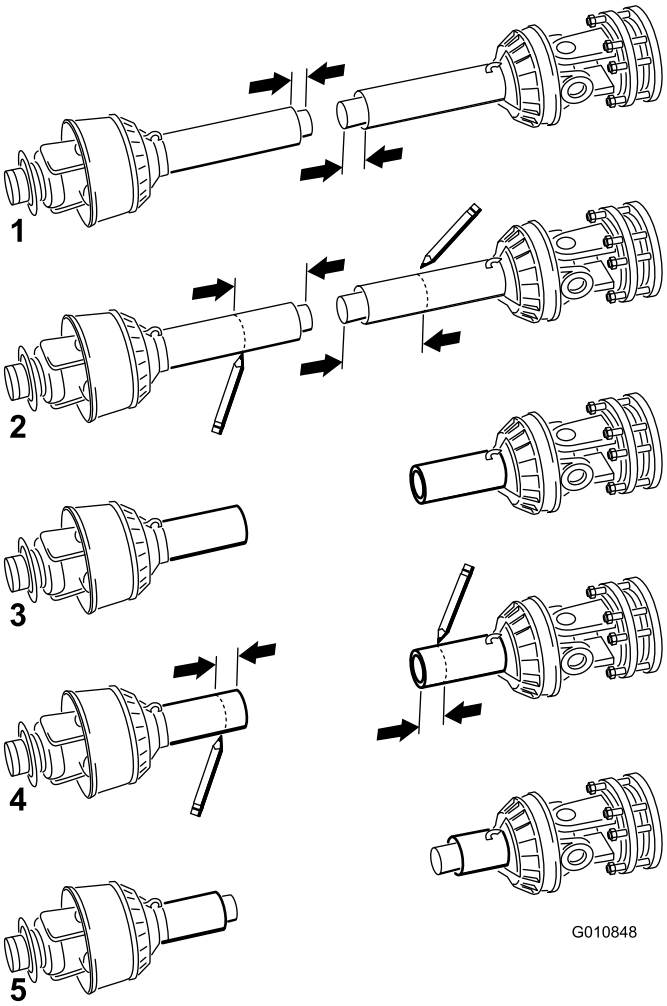

Figuur 15
10. Scheid de twee helften van de aftakas (Figuur 15, illustratie 1).
11. Meet de afstand vanaf het uiteinde van elke buis tot aan het veiligheidsscherm (Figuur 15, illustratie 1). Noteer de afstanden.
12. Gebruik de afmetingen die u in stap 8 hebt vastgesteld en markeer vervolgens het scherm en de buis van elke helft van de aftakas en kort deze in (Figuur 15, illustraties 2 en 3).